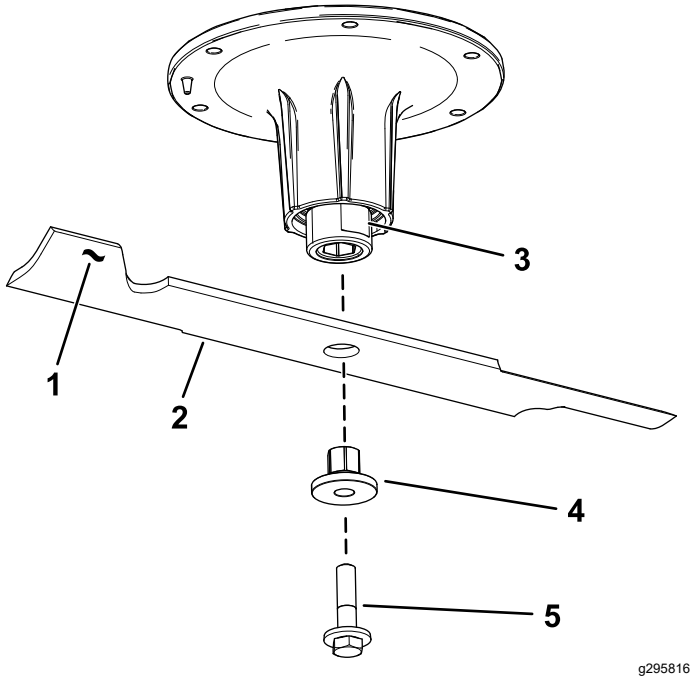

Figur 107
2. Fjern skæreknivsbolten, bøsningen og skærekniven fra spindelakslen (Figur 107).